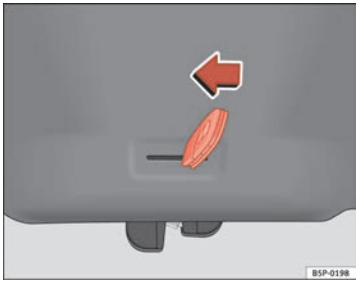

Fig. 68 Tailgate: emergency open
– Insert the key bit in the groove and unlock the locking system, turning the key from right to left, as shown by the arrow ⇒ fig. 68. ■